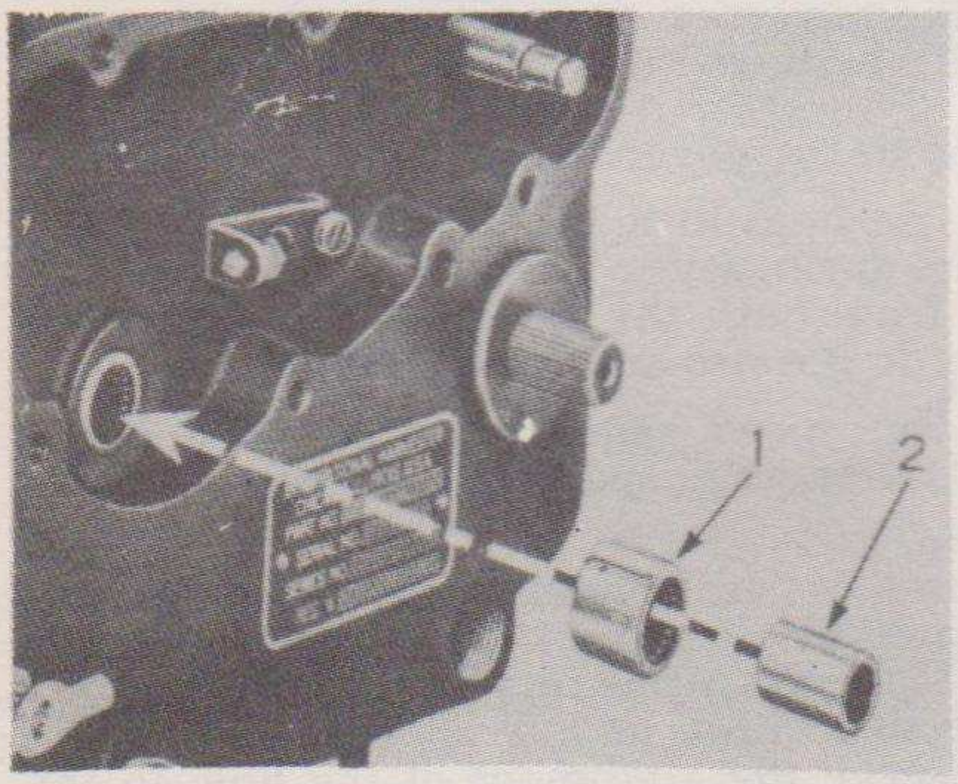
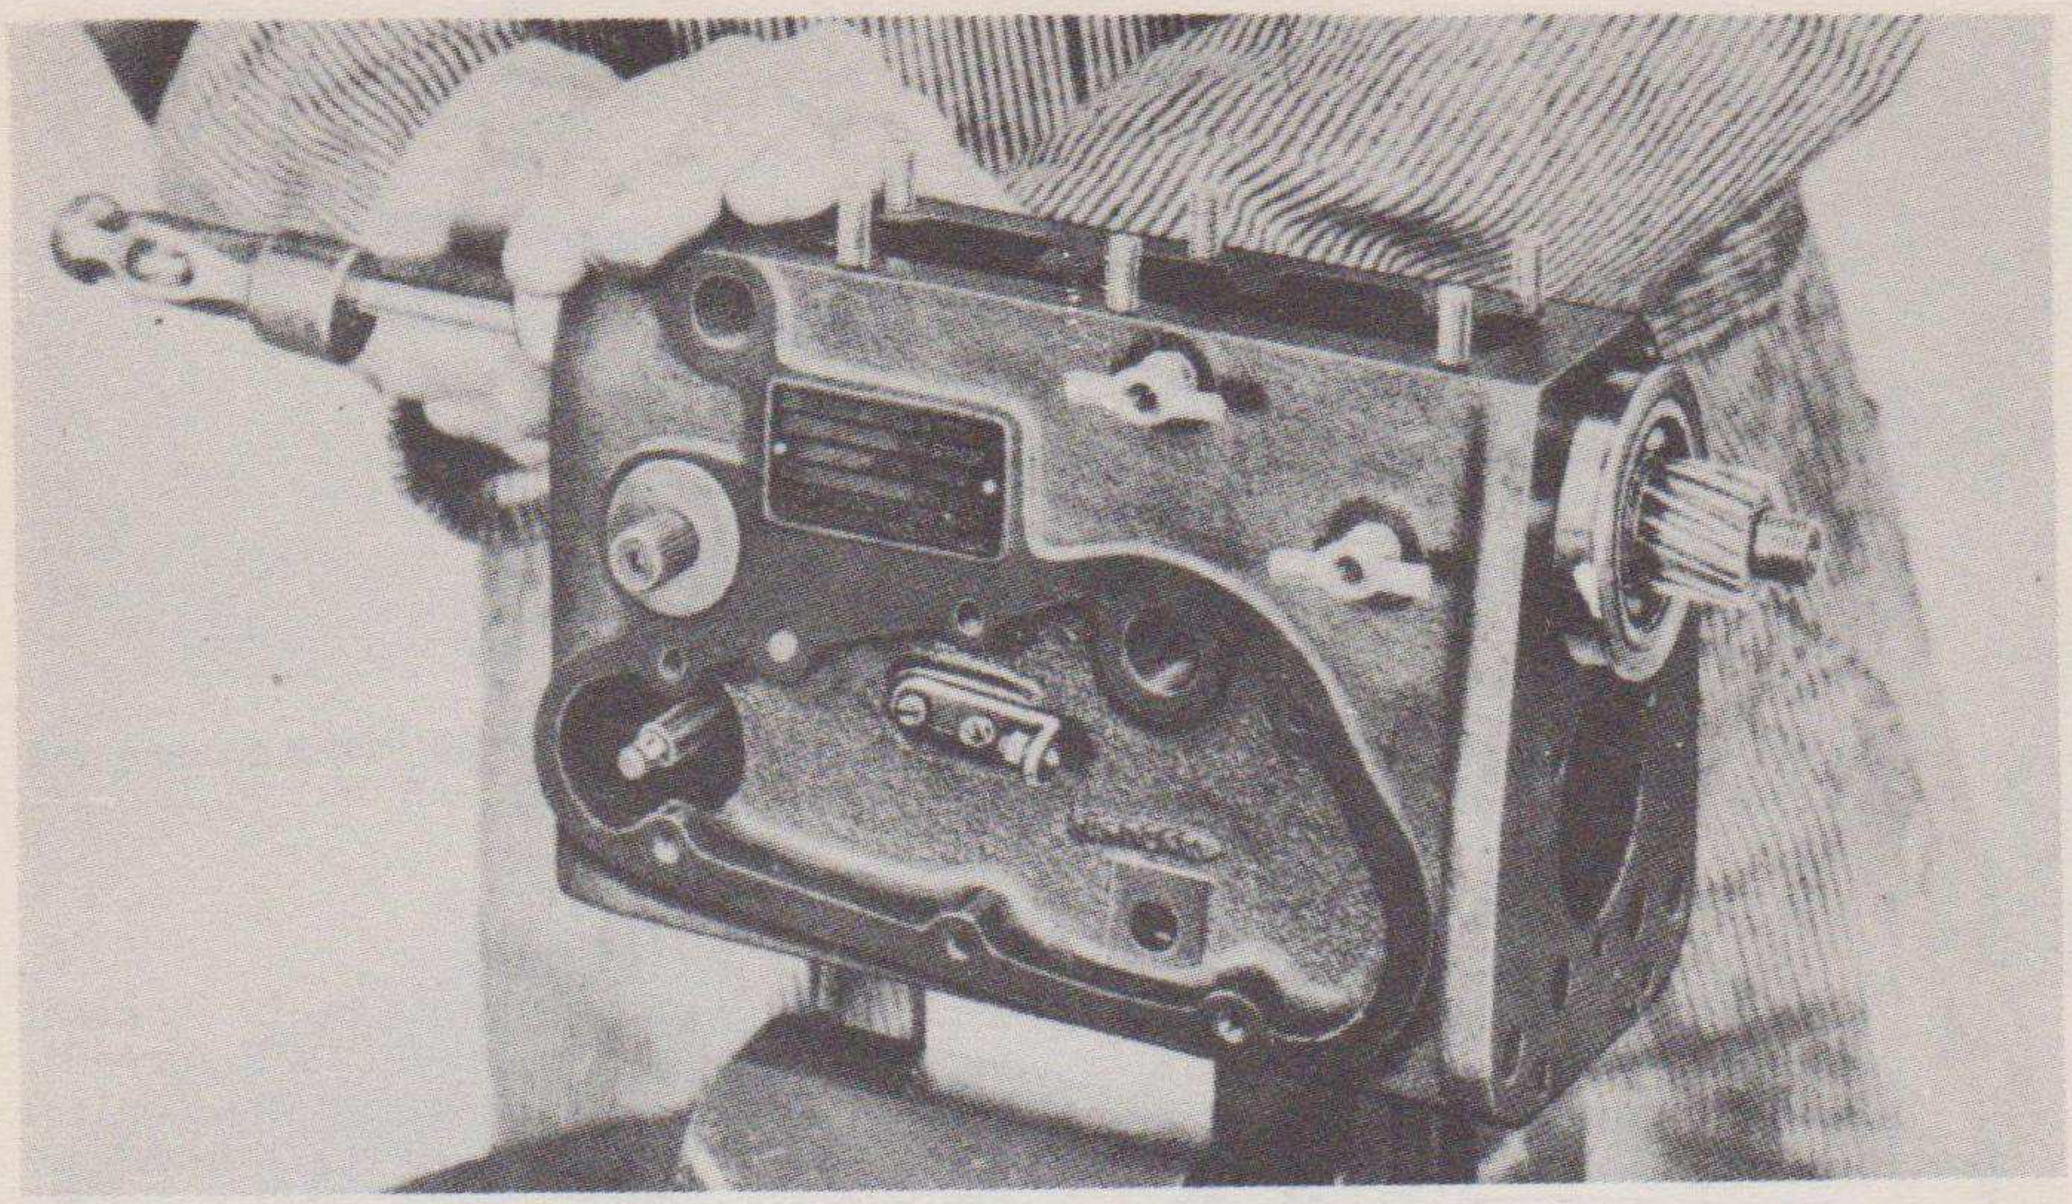
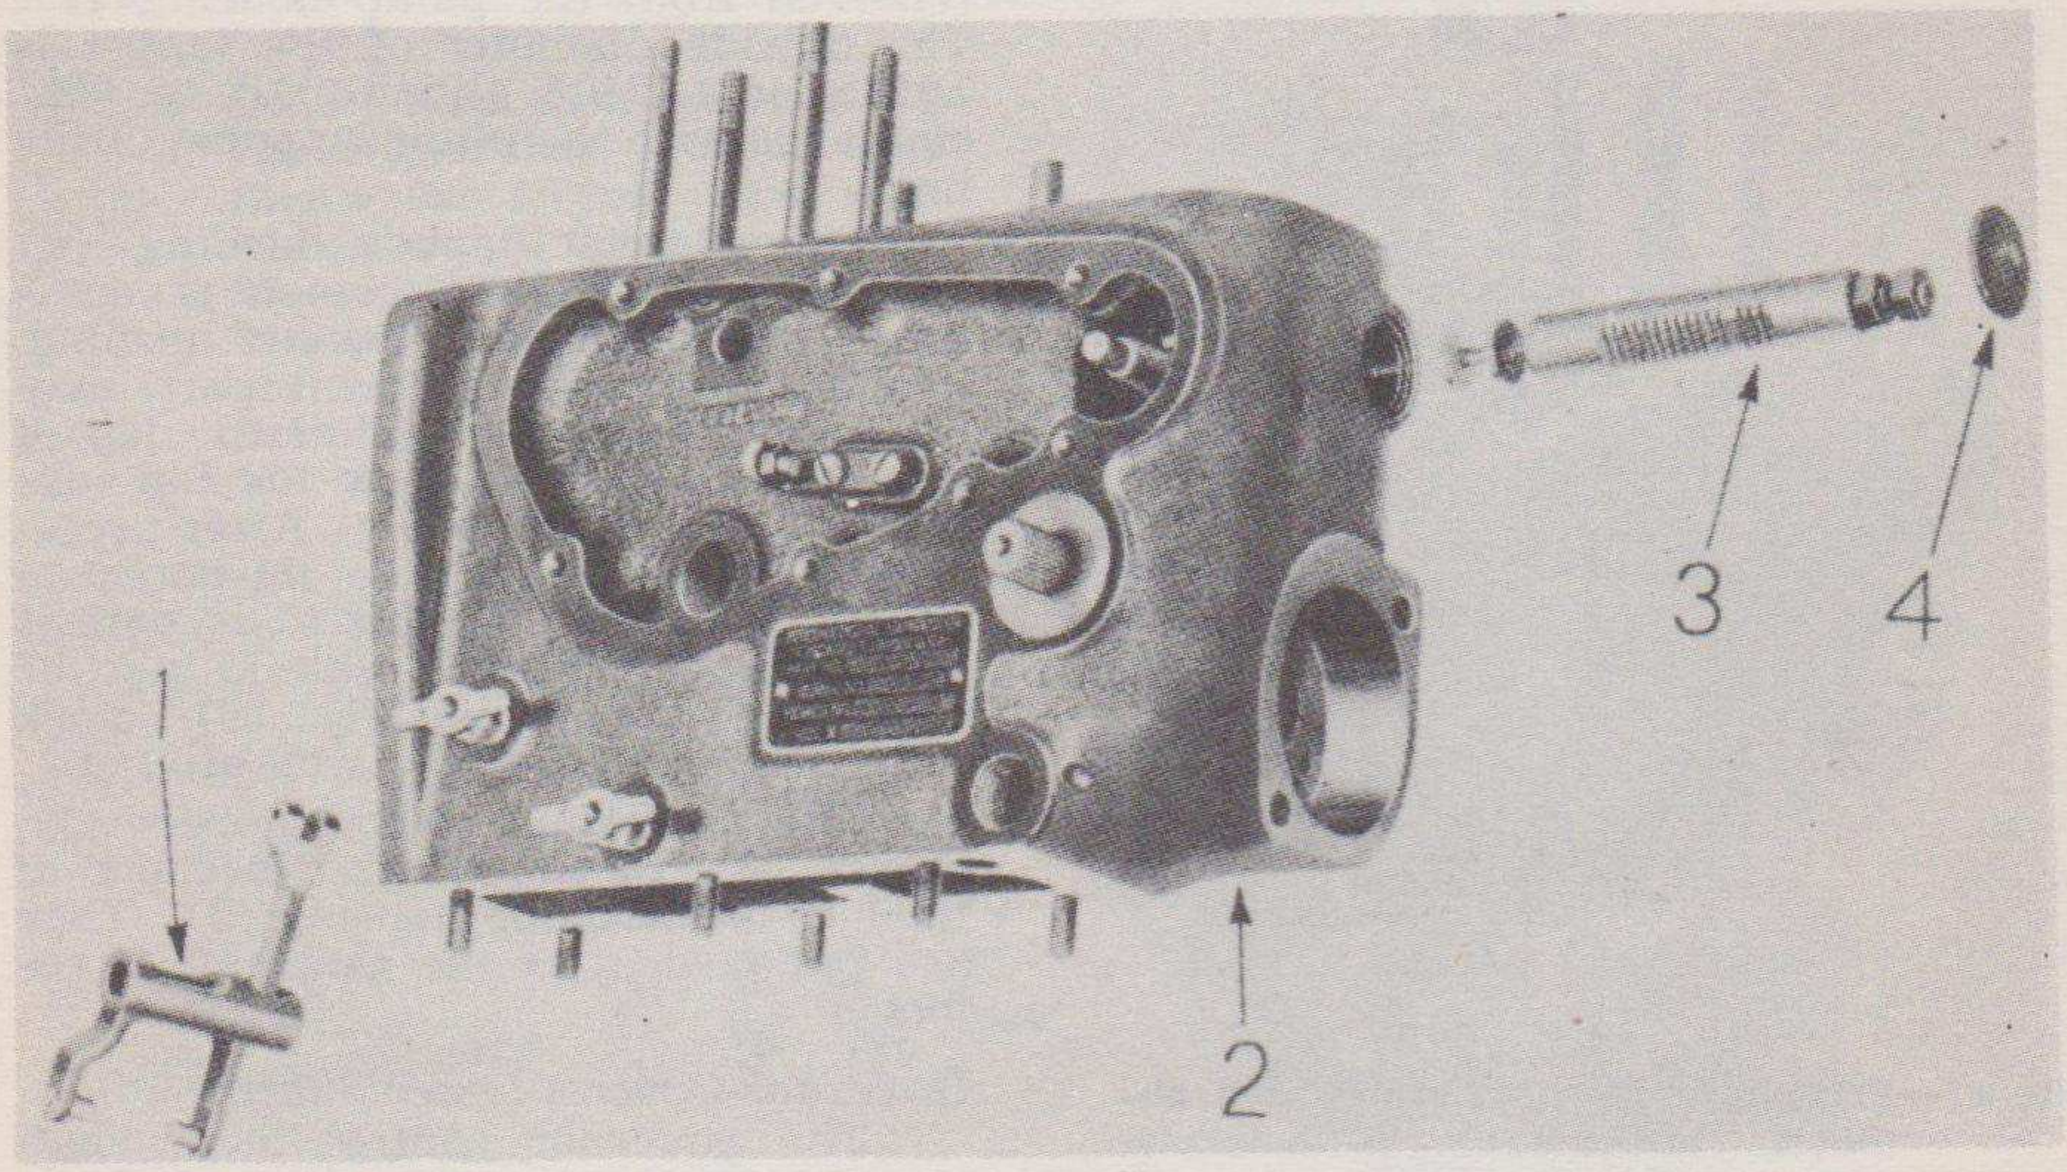
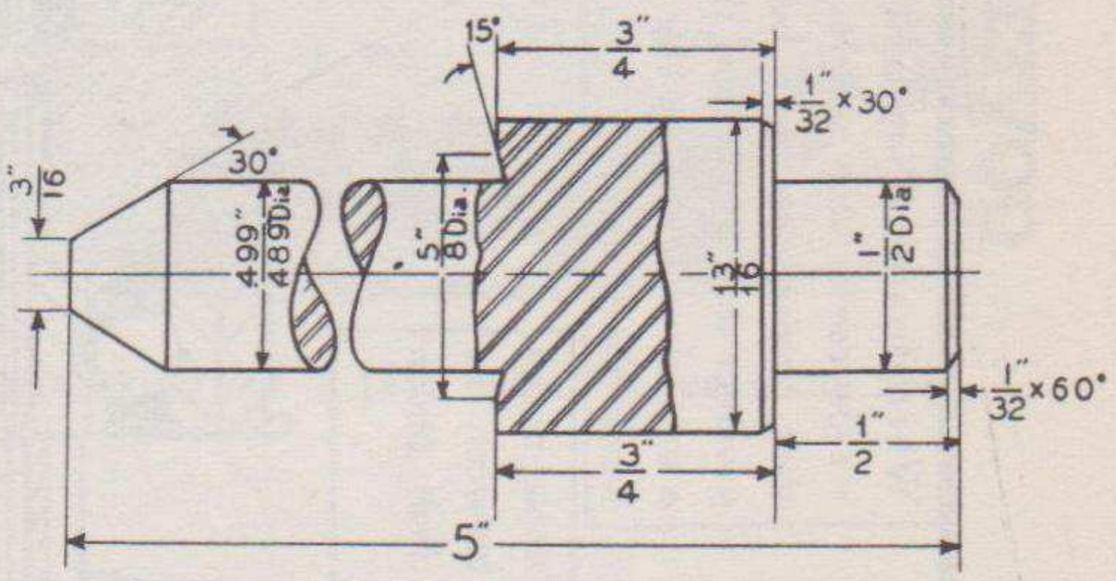

Fig. 78—Governor fork shaft needle bearing (1) and its spacer (2).
Fig. 79—Removing governor shaft assembly from the pump housing.
Fig. 80—Governor fork and control rack removed. (1) Governor fork. (2) Pump housing. (3) Control rack assembly. (4) Plug for pump housing.
Fig. 99—Dimensions for making a driver for pressing governor fork shaft needle bearing into injection pump housing.
The governor fork shaft spacer (2), Figure 78, can be slid from the needle bearing (1) in the pump housing. The needle bearing may be removed if replacement is necessary. Ordinarily this is accomplished after removing all governor parts.
With the pump held bottom side up as shown in Figure 79, a small brass rod can be inserted through the primary pump hole in the pump housing, and the entire governor shaft assembly can be driven from the pump housing. Be sure to drive on the square end of the shaft and not on the eccentric washer. The governor fork (1), Figure 80, can now be worked around and removed through either the hole in the front or the bottom of the pump housing (2).
The governor fork, Figure 80, should show no definite signs of wear. Inspect the upper end where it contacts the spool of the control rack, as well as where the lower
The governor fork shaft spacer (2), Figure 78, has an inside diameter of .3437" to .3442" to match the .3430" to .3435" portion of the governor shaft. The outside diameter of the spacer is .5000" to .5005" and contacts the rollers in the needle bearing. Since the movement of the governor shaft is very limited, there should be no appreciable wear of the above parts. If rollers have become corroded, rusty or worn, the bearing should be driven from the housing and replaced with a new one. When pressed in place, the outer end of the bearing is flush with the finished face of the housing at this point. Use a driver similar to that sketched in Figure 99 whenever installing this type of bearing to be sure not to crimp the end piece down over the rollers. By driving only on the outside rim, this possibility is eliminated. When new, the normal clearance between the spacer and the bearing is .001" to .0015". Excess play at this point may result in faulty governor action; no binding can be tolerated.
No particular repair can be made on the control rack, Figures 80 and 81. The outside diameter of the rack is .5610" to .5615", giving .001" to .002" clearance with the bore in the pump housing. There should be no appreciable wear on the outside of the rack. For details of the assembly, see the removal part of this section.
Replace the governor control lever shaft, Figure 85, if it has been removed. Likewise, replace the plunger tappet and control rack, Figures 80 and 83. Be sure both slide freely before expanding the plug in the rear of the pump housing.
If the governor fork shaft needle bearing has been removed, replace it as outlined in the repair section, using the driver dimensioned in Figure 99. Then insert the governor fork through the opening in the base or front of the pump housing. This can best be done with the pump housing inverted and held in a vise with a block as shown in Figure 79. Locate the governor fork in its approximate final location.